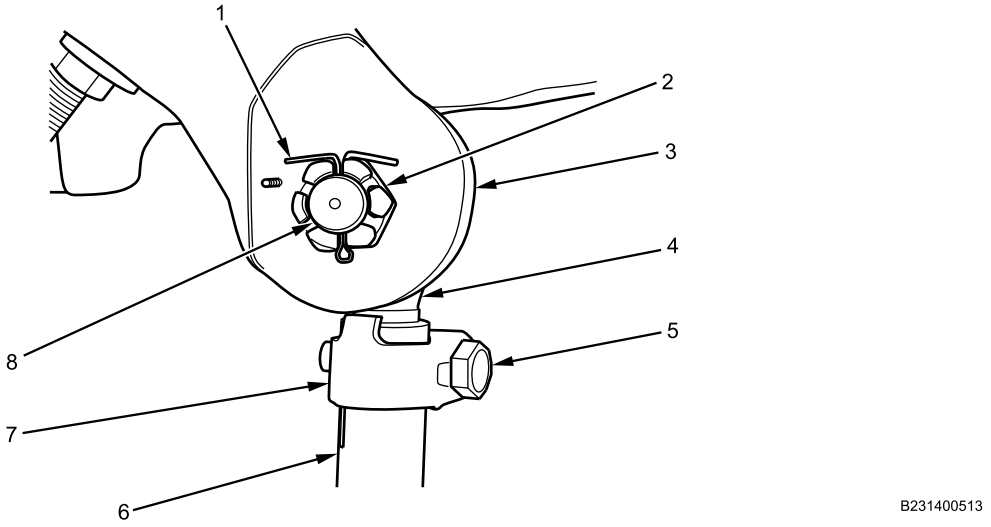

Figure 2. Tie Rod End and Knuckle.
1. Screw tie rod ends (Figure 2, Item 4) into cross tube (Figure 2, Item 6) until same number of threads are exposed as noted during removal.
2. Install new locknut and bolt (Figure 2, Item 5) in clamp (Figure 2, Item 7) finger-tight. Repeat on other tie rod end.
1. Insert tie rod end studs (Figure 2, Item 8) into each steering knuckle (Figure 2, Item 3). Install tie rod stud nuts (Figure 2, Item 2). Torque to 120-160 lb-ft (163-218 N•m) and further until cotter pin holes are aligned. Do not loosen nut to install cotter pin.
2. Install new cotter pins (Figure 2, Item 1) in each tie rod stud (Figure 2, Item 8).